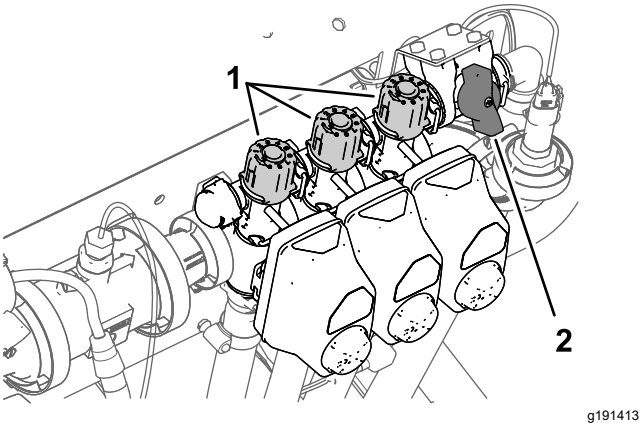

Figuur 29
2. Schakel de linkerspuitboom uit en stel de knop van de spuitboomomloop (Figuur 29) zodanig in dat de gebruikte dosis de vorige waarde aangeeft (raadpleeg de tabel).
4. Stel de omloopknop van de rechter spuitboom (Figuur 29) zodanig in dat de gebruiksdosis de vorige waarde aangeeft (raadpleeg de tabel).
6. Stel de omloopknop van de middelste spuitboom (Figuur 29) zodanig in dat de gebruiksdosis de vorige waarde aangeeft (raadpleeg de tabel).